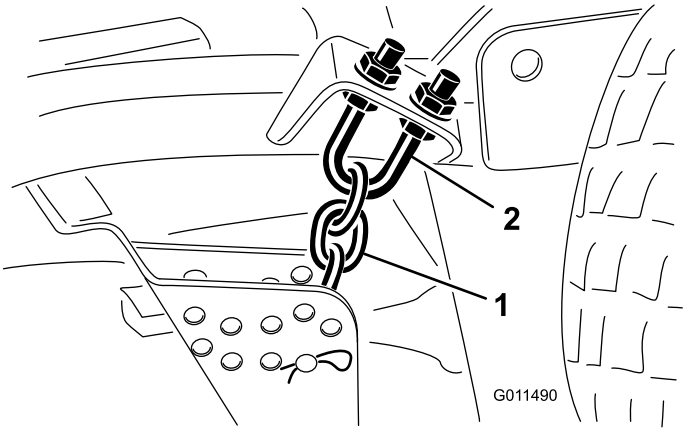

Figura 79
1. Desaperte as porcas de retenção na zona superior ou inferior da cavilha em U da correia da altura de corte (Figura 79).